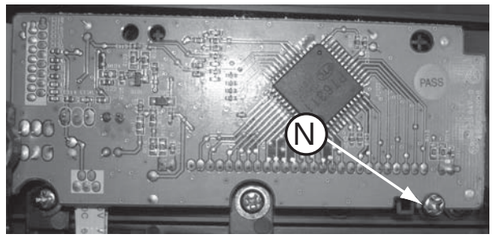

Figure 15
1) Loosen 1 screw “N” on the top of VFD board to remove the VFD board as shown in figure 15.